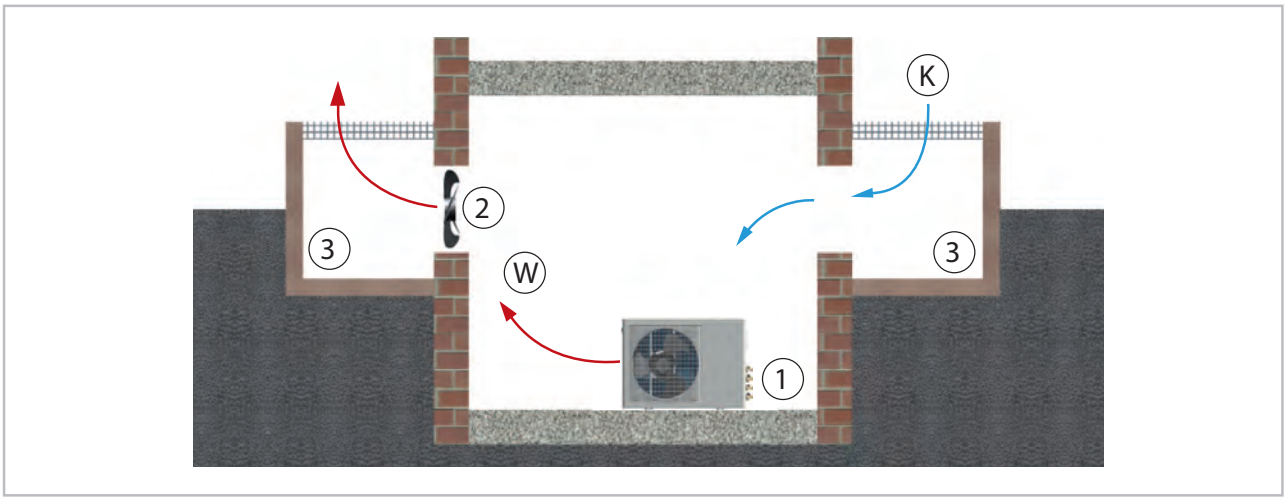

Abb. 27: Aufstellung im Gebäudeinneren
- Sorgen Sie für eine ausreichende Wärmeabfuhr, wenn das Außenteil im Keller, auf dem Dachboden, in Nebenräumen oder Hallen aufgestellt wird (Abb. 27).
- Installieren Sie einen zusätzlichen Ventilator, der über den gleichen Luftvolumenstrom des im Raum aufzustellenden Außenteiles verfügt und der event. zusätzliche Druckverluste durch Luftkanäle kompensieren kann (Abb. 27).